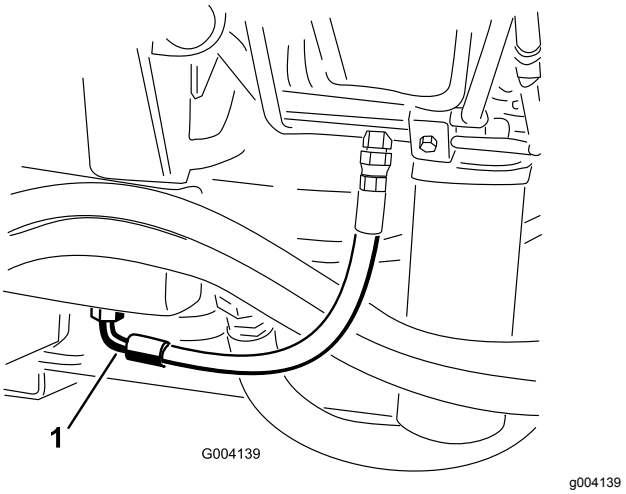

Figur 88
2. Ställ ett stort avtappningskärl under fästet som sitter på hydraultankens undersida (Figur 88).